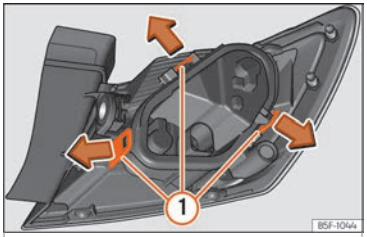

Fig. 116 Retaining tabs on reverse side of tail light.
– Remove the bulb holder ››› Fig. 116 unlocking the retaining tabs (1).